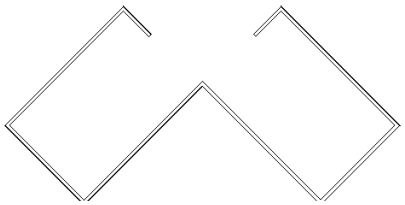

Figure 3-49 *The sketched inclined wall exterior profile*
10. Now, create the next two wall segments of lengths **60'(18288 mm)** and **14'(4267 mm)** to complete the inclined wall exterior profile, as shown in Figure 3-49.